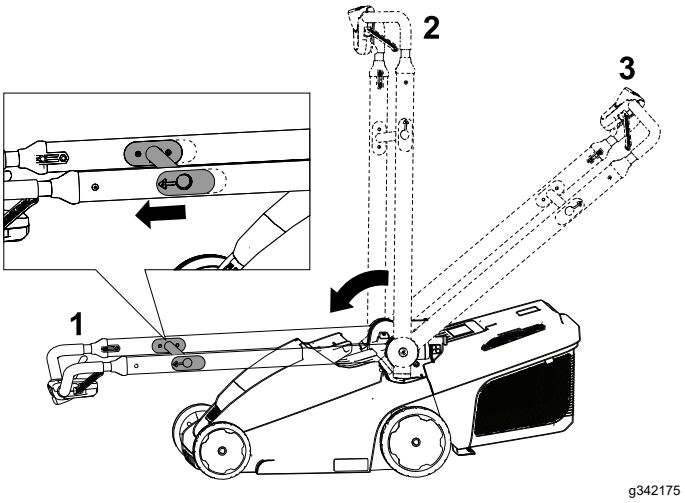

**Figura 21**
2. Tirate il braccio di rilascio della stegola verso la maniglia superiore per rilasciare il blocco della maniglia (Figura 21).
3. Ripiegate la maniglia a metà in avanti in posizione verticale, o completamente in avanti in posizione di rimessaggio verticale come mostrato nella Figura 21.